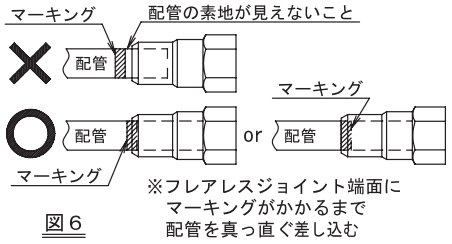

図６
❻ 配管の差込み
(1) フレアレスジョイント内部にゴミやほこりがないことを確認してください。
(2) フレアレスジョイント端面にマーキングがかかるまで配管を真っ直ぐ差し込んでください。(図６参照)
❾ ナット締め込み
(1) フレアレスジョイント端面にマーキングがかかるまで差し込まれているか再度確認してください。(図６参照)
(2) スパナでフレアレスジョイントと接続部を固定し、マーキングもしくは